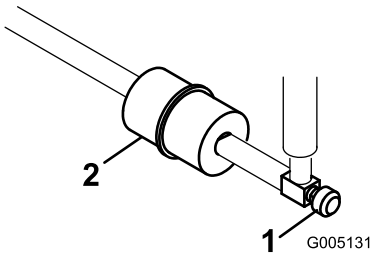

Figuur 45
Er bevindt zich een leidingfilter in de brandstofleiding tussen de brandstoftank en de carburateur (Figuur 45). Let erop dat het peil op het filter van de brandstoftank af wijst.
1. Sluit de brandstofafsluitklep, maak de slangklem op het filter aan de kant van de carburateur los en verwijder de brandstofslang van het filter (Figuur 45).
2. Plaats een opvangbak onder het filter, maak de andere slangklem los en verwijder het filter (Figuur 45).